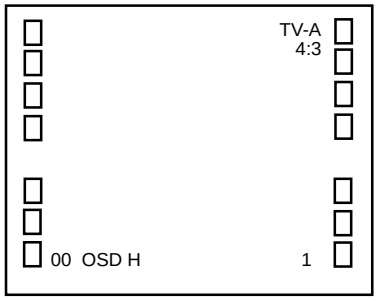

Fig. 1-1
1. In the condition of NO indication on the screen. Press the VOL. DOWN button on the set and the Channel button **(9)** on the remote control for more than 2 seconds to appear the adjustment mode on the screen as shown in **Fig. 1-1**.
4. Activate the adjustment mode display of **Fig. 1-1** and press the channel button **(02)** on the remote control to select “CUT OFF”.
4. Activate the adjustment mode display of **Fig. 1-1** and press the channel button **(11)** on the remote control to select "R.BIAS".
4. Activate the adjustment mode display of **Fig. 1-1** and press the channel button **(17)** on the remote control to select "BRI. CENT".
3. Activate the adjustment mode display of **Fig. 1-1** and press the channel button **(21)** on the remote control to select "CONT.MAX".
4. Activate the adjustment mode display of **Fig. 1-1** and press the channel button **(26)** on the remote control to select "TINT".